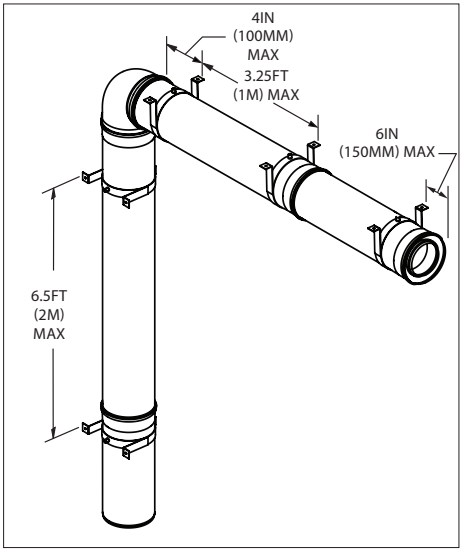

Figure 21
- Vertical vent sections must be supported with Wallstraps every 6.5ft (2m) or less. ***(Fig.21)***